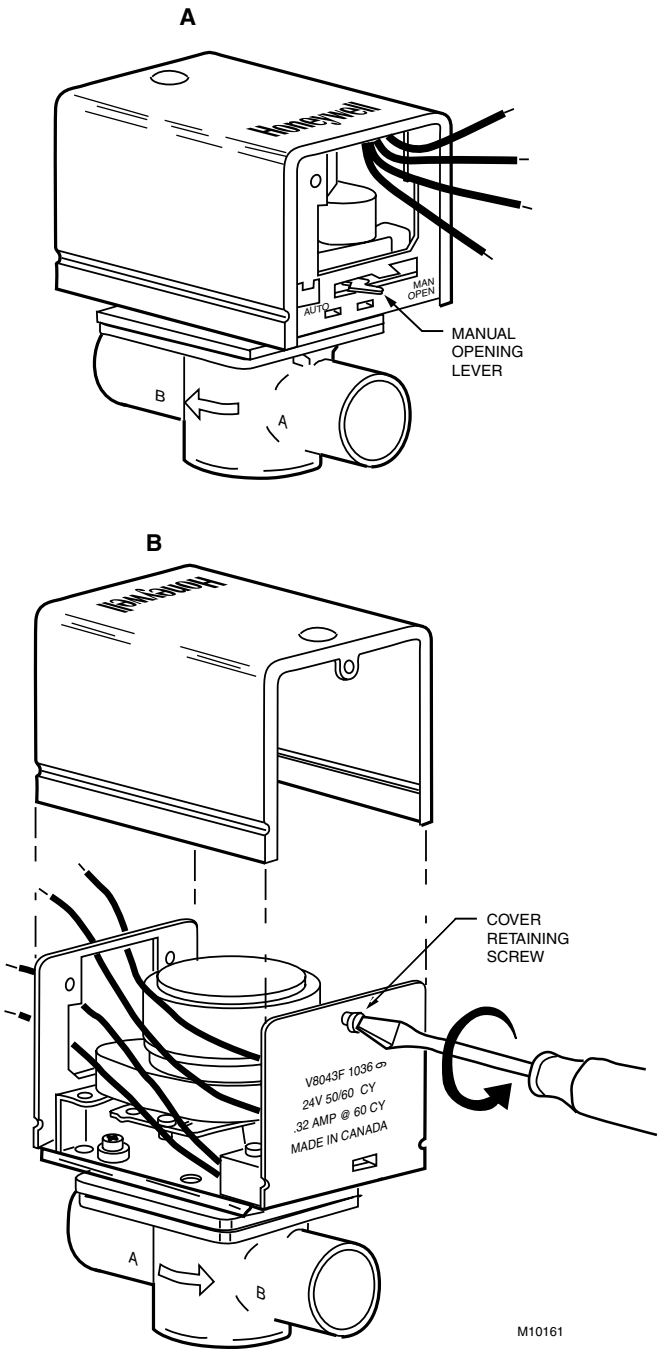

Fig. 13. Remove old powerhead from systems using new style valve bodies.
❶ Disconnect the power supply before connecting the wiring to prevent electrical shock or equipment damage.
❷ Disconnect the leadwires to the powerhead at the terminal block or conduit connection. Remove the conduit or cable connector, if fitted. Label each wire for rewiring.
❸ Remove the old powerhead (see Fig. 13):